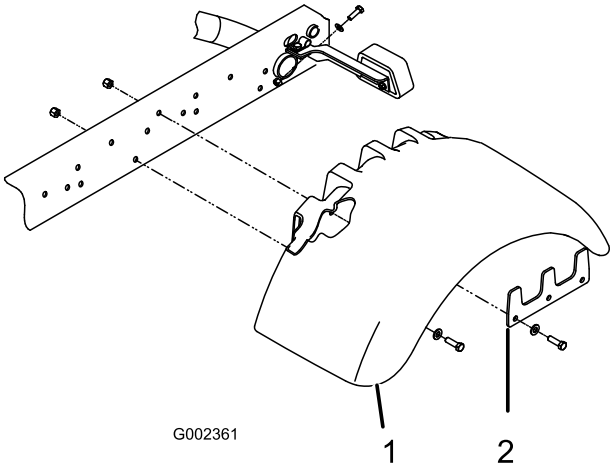

Figur 4
4. Fastgør uden at spænde en skærm på hver side af stellet med en støtteplade, (5) 3/8 x 1-1/4 tommes bolte og en låsemøtrik som vist i figur Figur 4.